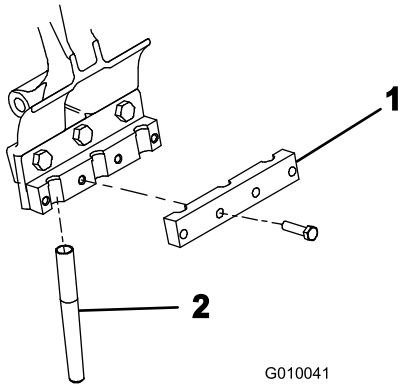

Figuur 24
4. Monteer een tandenklem losjes op elke tandenhouder met 4 tapbouten van 3/8 x 1-1/2 inch (Figuur 24). Draai de bouten niet aan.